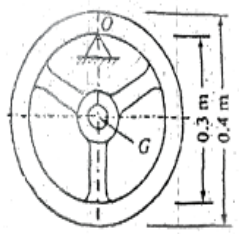

Fig.14(a). Flywheel as Pendullum
14. a) A flywheel having a mass of 35 kg was allowed to swing as pendulum about a knife-edge at the inner side of the rim, as shown in Fig.14(a). If the measured time period of oscillation was 1.25 second, determine the moment of inertia of the flywheel about its geometric axis.